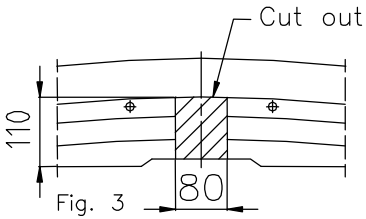

Fig. 3
3. To the left and right chassis member slip sleeve L=85mm (pos. 10), see fig.
4. To drilled holes put sleeves L=51,5mm (pos. 9).
5. To the inside of chassis members and rear part of the car put brackets (pos. 4 and 5) and fix using bolts M10x120mm (pos. 12) through sleeves and bolts M10x35mm (pos. 14) through nuts on the jib (pos. 8).
6. Put the main bar of the towing hitch (pos. 1) on protruding elements (bolts) of removed metal reinforcement and fix using original nuts M8 (from reinforcement) and using M10x90mm (pos. 13) - see fig.
7. Elements of the towing hitch (pos. 6 and 7) fix loosely to the original tow handle, and next through holes (pos. A) of ball brackets fix using bolts M10x35mm (pos. 14).
8. Fix body of the automat (pos. 18) and the socket plate (pos. 3) using bolts M12x25mm (pos. 11) from accessories. Place tow-ball (pos. 2) according to supplied instruction.
9. Assemble a cover plate and a bumper (cut out its fragment – see fig. 3 and 4).